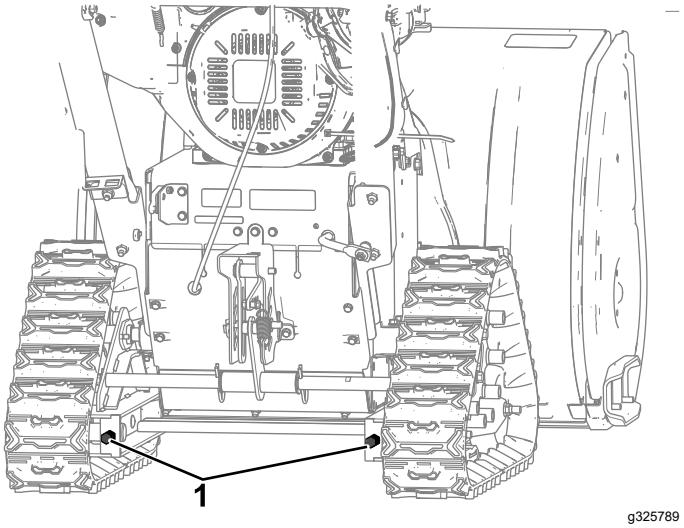

Figure 27
B. Ajustez le boulon à tête hexagonale selon les besoins (Figure 27).